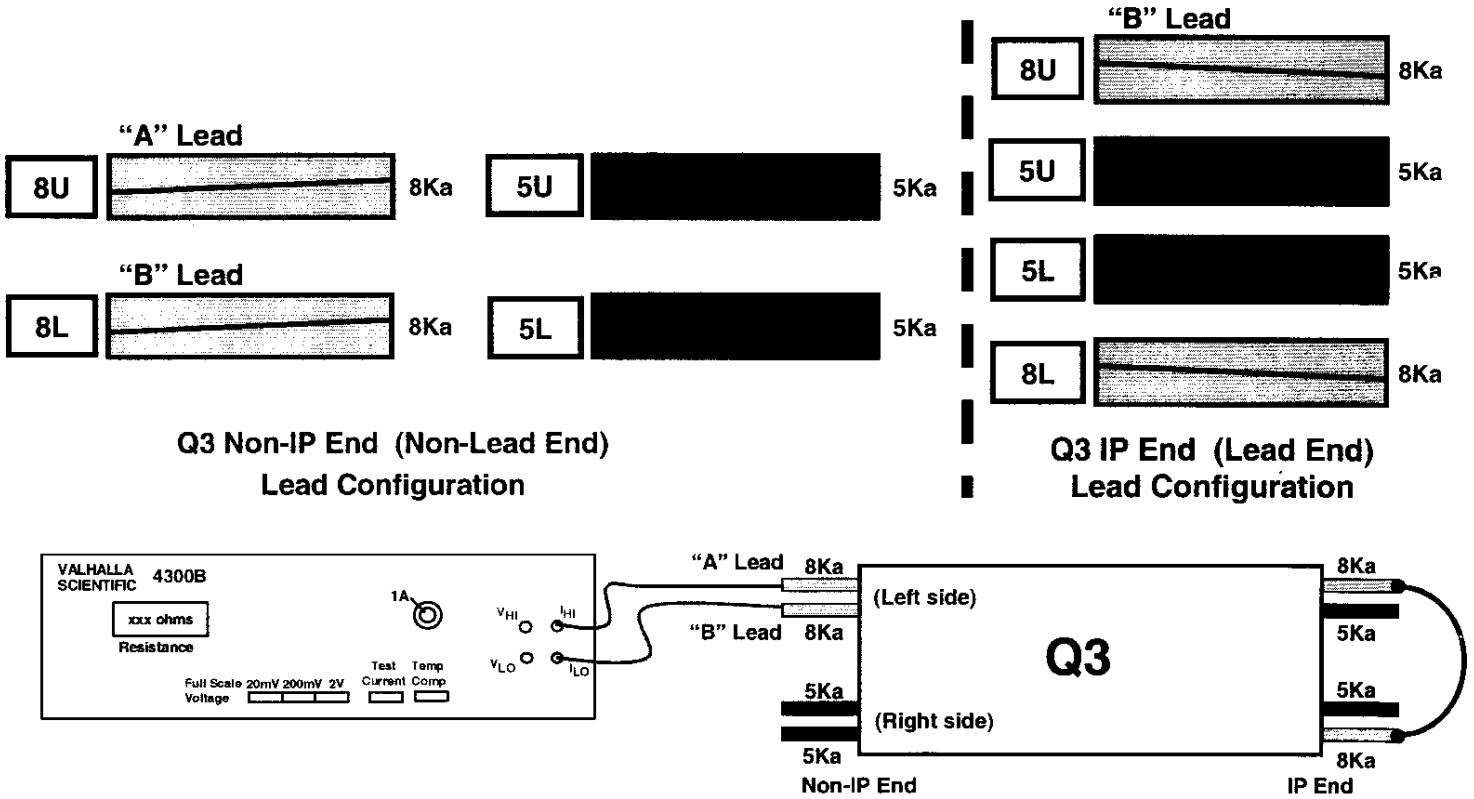

Figure 21.1-A
6. Connect I_{HI} to "A" Lead as shown in figure 21.1-A.
7. Connect I_{LO} to "B" Lead as shown in figure 21.1-A.
11. At the IP End, jumper the 8Ka leads as shown in Figure 21.1-A.